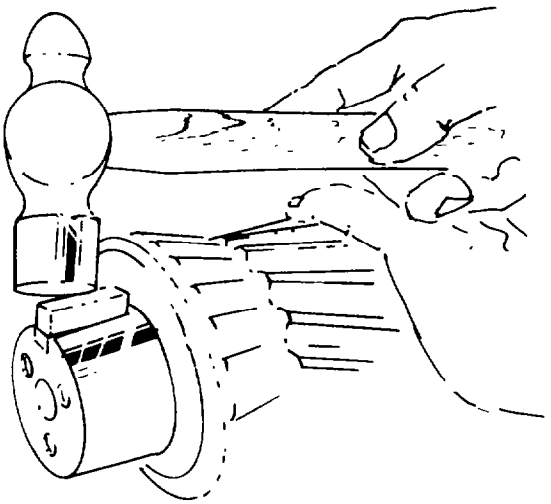

Fig. 315 — Installing Key
d. Remove the pinion shaft from the press and install the key into the keyway, using a hammer (see fig. 315).